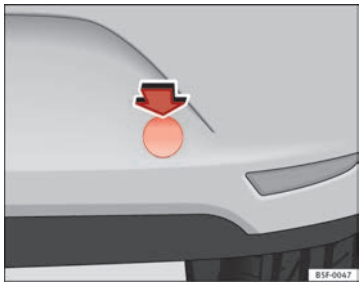

Fig. 134 Pára-choques traseiro, direita: capa de cobertura
– Para separar a cobertura do pára-choques, pressione para dentro a extremidade *superior* da cobertura -seta- e extraia o pára-choques pressionando contra a extremidade *inferior* ⇒ Fig. 134.